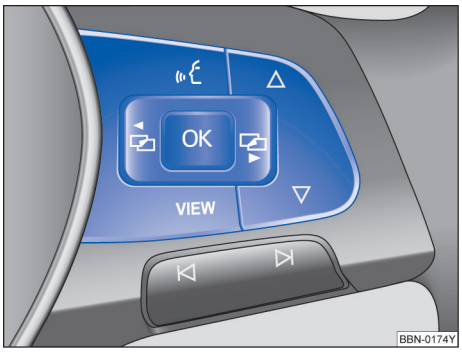

图 17 多功能方向盘右侧：用于操作信息显示器中菜单的按钮。
– 若显示屏显示一条信息或车辆象形图，按压多功能方向盘上的按钮 OK →图 17，可能需按数次按钮。
– 如需浏览选择菜单，按压按钮 ⊼ 或 ⊽ →图 17
– 如需打开选择菜单里的菜单显示项或信息显示项，按压多功能方向盘上的 OK 按钮→图 17，或等待数秒钟，直至系统自动打开菜单或显示信息。
– 在多功能方向盘上按压箭头按钮 △ 或 ▽→图 17，直到选中所需的菜单项为止。
– 按压多功能方向盘上的 OK 按钮→图 17，进行所需更改。✓表示所选的某个特定系统或功能处于激活状态。
– **用多功能方向盘返回：**按压 ⊼ 或 ⊽→图 17 即可返回选择菜单。